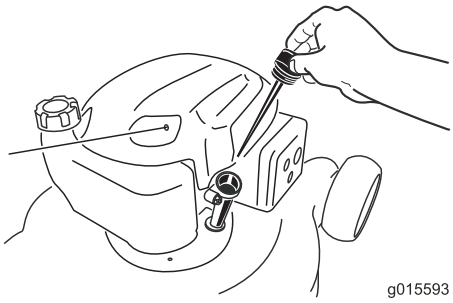

Figuur 5
2. Verwijder de peilstok (Figuur 5).